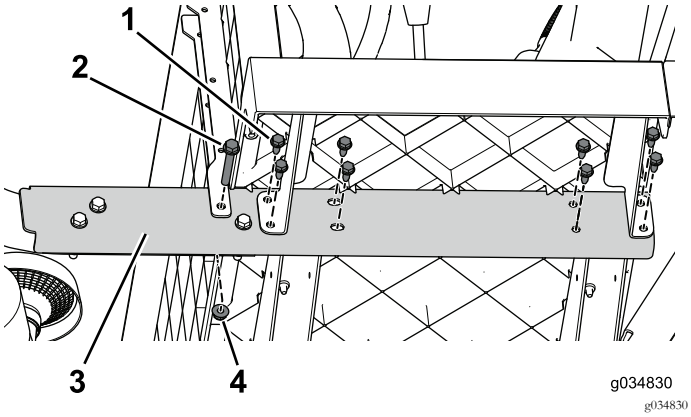

Figura 16
2. Retire os parafusos flangeados (3/8" x 2½") e as porcas que prendem a calha lateral à máquina (Figura 16). Faça isto em ambos os lados da máquina.
3. Trabalhando da frente para trás, retire os parafusos flangeados (5/16" x ¾") que prendem a calha lateral à máquina (Figura 16). Faça isto em ambos os lados da máquina.